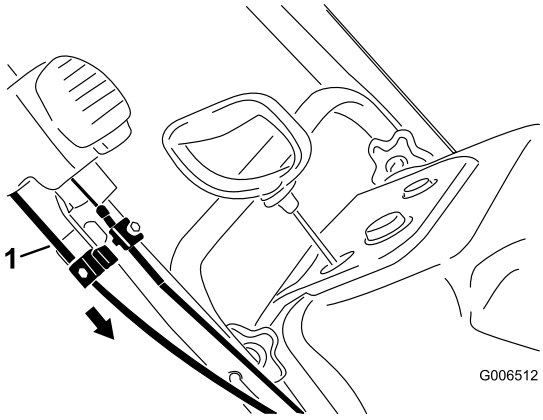

图41
4. 让排放斜槽停留在面向正前方的位置，向下拉下电缆护罩，直到消除拉线上的松弛，并牢固拧紧下电缆夹上的螺钉 (图41)。